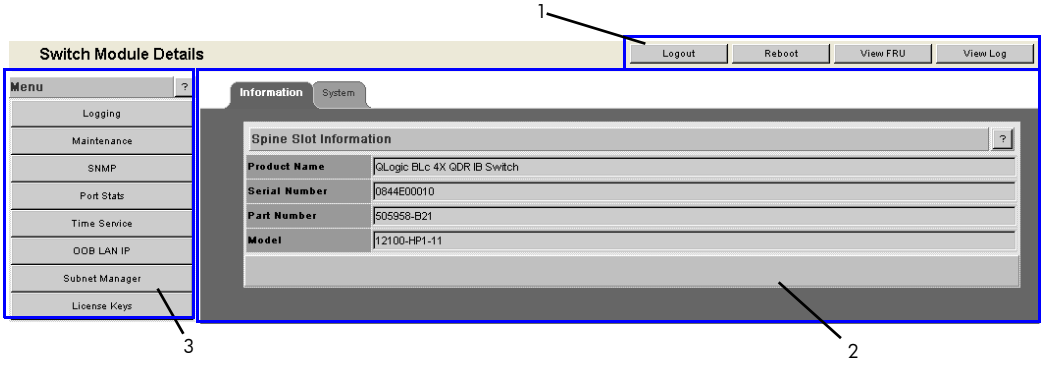

Figure 4 Component Details Area
The **Component Details Area** for the switch has three areas as shown in Figure 4.
- Details Header (callout 1 in Figure 4)
- Information area (callout 2 in Figure 4)
- Menu (callout 3 in Figure 4)
The Information area (callout 2, in Figure 4 on page 6) displays two tabs, Information and System, at the top of the area. The Information tab shows the following details, which are a subset of the FRUs information that is typically the most frequently needed for quick reference: